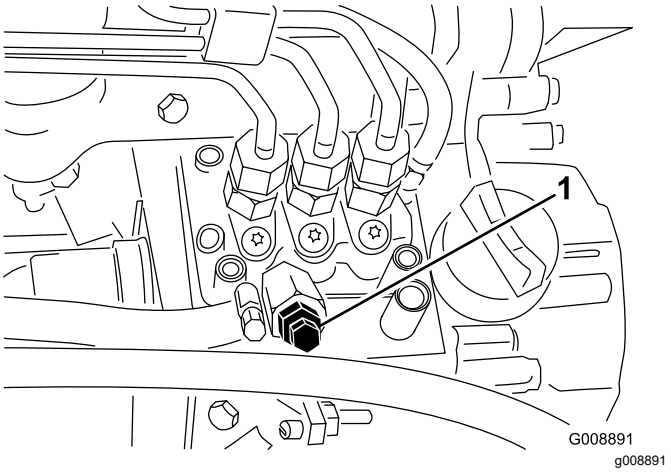

Figur 35
3. Åpne lufteskruen på pumpen for drivstoffinnsprøyting (Figur 35).